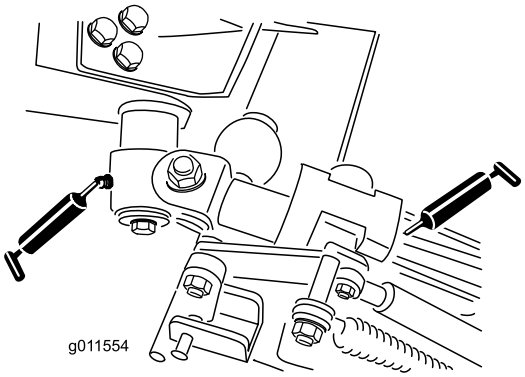

Figur 45
- Två vridfästebussningar till vinkelhävarmen (Figur 45)
- Fyra bussningar till bakre armen (Figur 45)